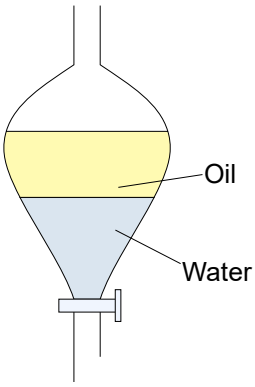

Abb. 1.2: Scheidetrichter: Trennen zweier Flüssigkeiten. Q: wiki-commons. Autor: Borb
- **Extraktion:** Bei einer Extraktion werden zwei Stoffe aufgrund unterschiedlicher Lösungseigenschaften getrennt. Eine **Flüssig-flüssig-Extraktion** nutzt das unterschiedliche Löslichkeitsverhalten von den zu trennenden Stoffen in zwei flüssigen Medien. So löst sich Iod (I_2) deutlich besser in Benzin als in Wasser. Liegt eine Kochsalz-Iod-Lösung vor, so kann sie im Scheidetrichter ***(vgl. oben Abb. 1.2!)*** mit Benzin überschichtet und vorsichtig geschüttelt werden. Die Iod-Moleküle (I_2) wechseln die Phase und gehen in das Benzin über, weil sie dieses als Lösungsmittel bevorzugen und darin deutlich besser löslich sind. Kochsalz hingegen ist *hydrophil*. Die beiden Phasen können dann über den Hahn getrennt werden. Anschließend kann das Benzin über eine Destillation entfernt und die Salzlösung eingedampft werden.